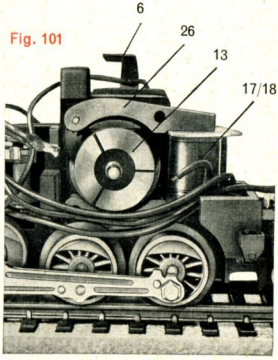
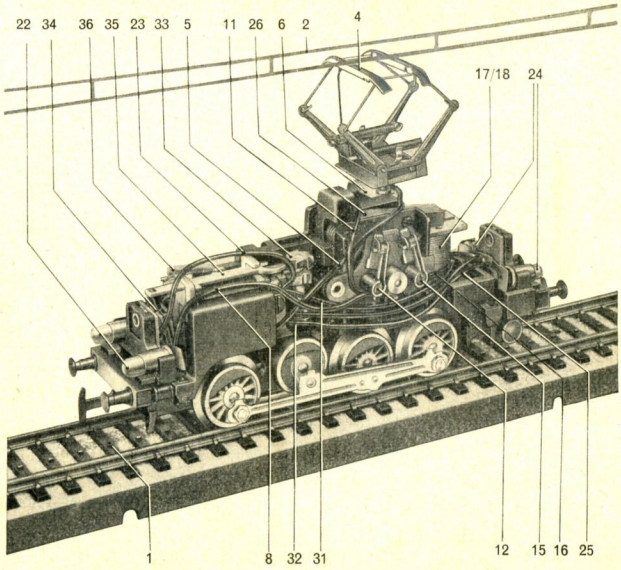

Fig. 101
Fig. 102
La fig. 100 (ou la fig. 102) donne un schéma d'ensemble d'une motrice électrique MÄRKLIN équipée du changement automatique de l'éclairage. Le courant du rail central est amené à l'inverseur 7 par le frotteur 3 et le conducteur 5; le courant de la caténaire y est amené par le pantographe 4 et le conducteur 6. Suivant la position de cet inverseur, le moteur sera branché sur les pantographes ou sur le frotteur (sur la fig. le moteur est branché sur frotteur; la position pointillée correspond à l'alimentation par caténaire). Deux câbles partent de l'inverseur 7: l'un (8) amène le courant à la bobine du téléinverseur (9) et de là le courant va à la masse de la locomotive; l'autre, le câble (11) amène le courant au moteur de la locomotive. Le câble 11 est branché au balai (12) du moteur. Le circuit comprend ensuite le collecteur (13) (voir aussi fig. 101) les bobinages de l'induit (14), le balai (15) et le câble (16) qui amène le courant au point commun des 2 bobinages de l'inducteur. Suivant la position du téléinverseur le courant électrique traversera l'une ou l'autre des bobines 17 ou 18. Le circuit du moteur est enfin fermé par l'une des languettes de contact 19 ou 20 et le tambour de contact 21 qui est relié à la masse 10 de la locomotive. Les ampoules des phares sont branchées aux languettes de contact, les ampoules de l'avant (22) par le câble 23 et les ampoules de l'arrière (24) par le câble 25.
Tous les moteurs électriques sont constitués d'un induit soumis au champ magnétique de l'inducteur (tôles de fer 26 sur les fig. 101 et 102). Ces deux éléments principaux d'un moteur peuvent être branchés soit en parallèle, soit en série. Les moteurs des locomotives MÄRKLIN sont de ce dernier type; le courant de traction traverse l'induit et puis l'une des bobines de l'inducteur (17 ou 18). Ce sont donc des moteurs série caractérisés par leur grande puissance de traction, surtout au démarrage. Un tel moteur fonctionne indifféremment sur courant continu ou sur courant alternatif.